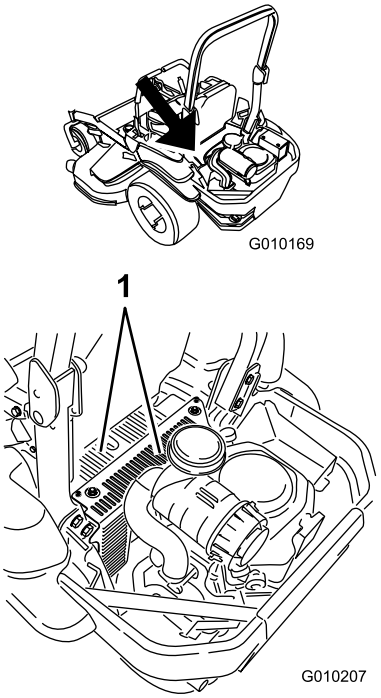

Figuur 70
5. Verwijder vuil en gras van de schermen van de hydraulische eenheid (Figuur 70).